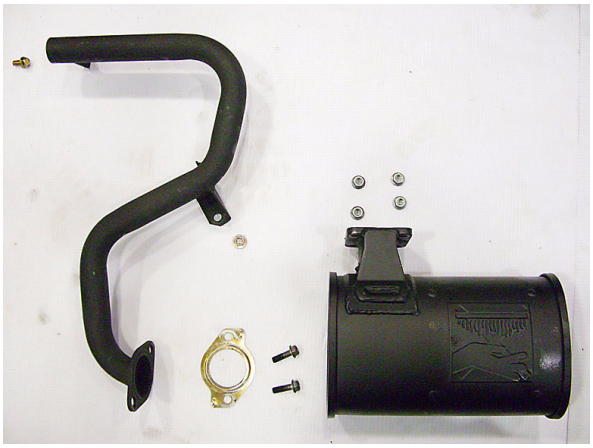

Fig. 7
* Photo **(Fig. 7)** shows the disassembled exhaust pipe and muffler.